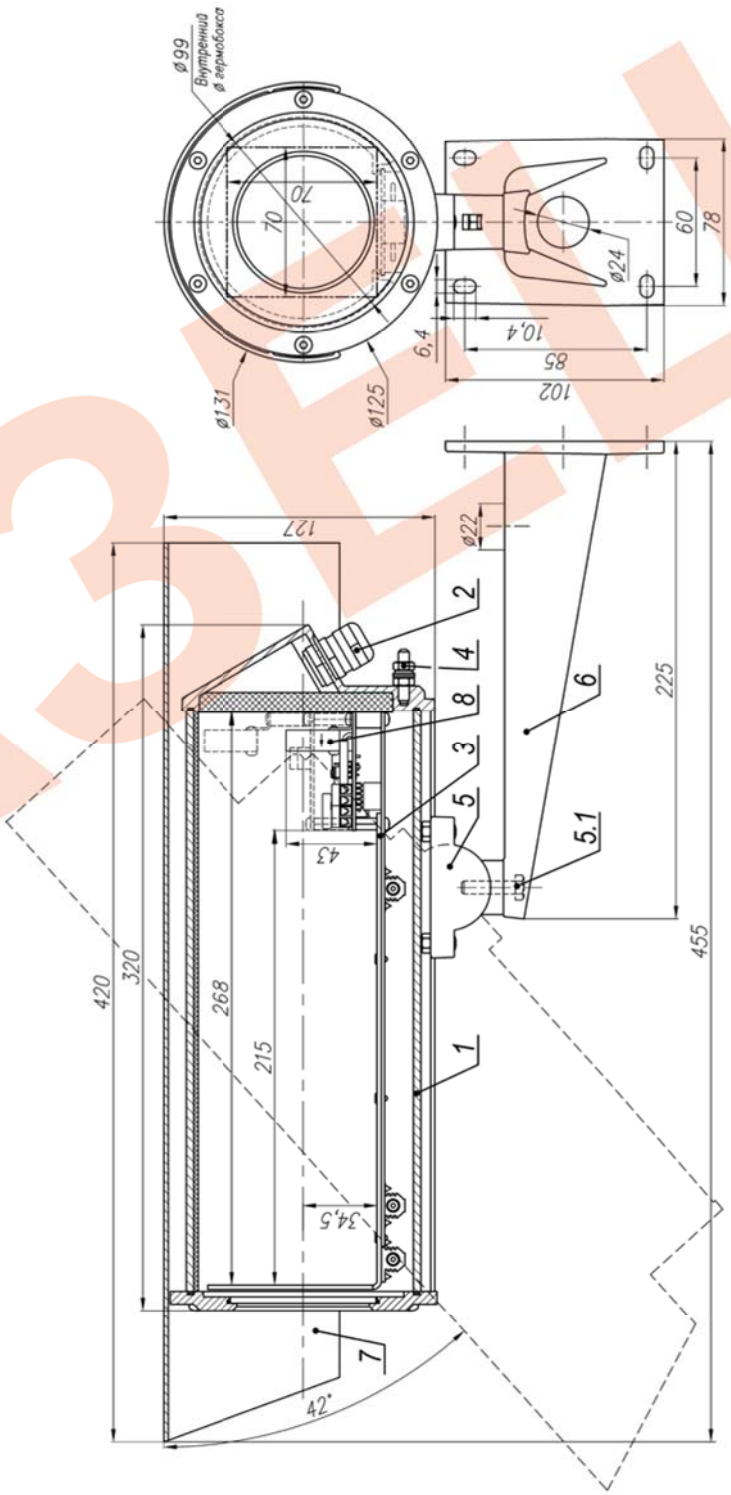

Рис.1 Состав и габаритно-установочные размеры ТГБ-7 ТВ
2. Выдвинуть модуль видеокамеры (поз.3 рис.1) из кожуха.
8. Ослабив болт фиксации шарнира (поз.5.1 рис.1), установить термокожух на нужное направление обзора, после чего надежно зафиксировать шарнир затянув болт.
9. Заземлить термокожух с помощью болта заземления (поз.4 рис.1).
В состав изделия входят (см. рис.1):